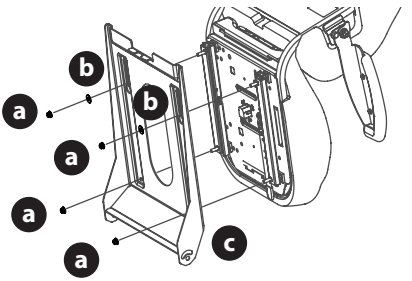

Fig. 6
b. Pour le levier d'ajustement du siège : utilisez les écrous de blocage à bride (a) et les rondelles plates (b) (Fig. 6).